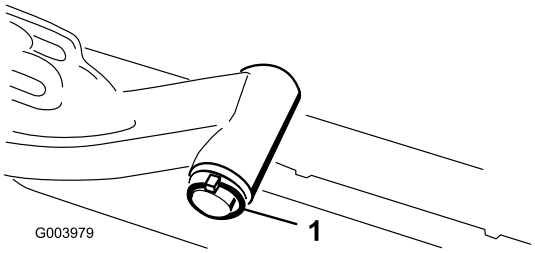

Figur 12
A. Ta bort hjulsprinten och brickan som håller fast lyftarmens svängaxel på lyftarmen, och skjut ut lyftarmens svängaxel ur lyftarmen (Figur 12).
C. Sätt i lyftarmens axel i lyftarmen och fäst den med brickan och hjulsprinten (Figur 12).